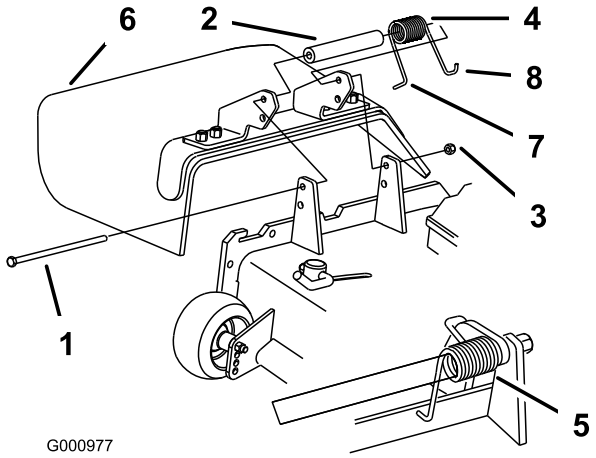

Figur 92
1. Ta bort låsmuttern, skruven, fjädern och distansbrickan som håller fast gräsriktaren på tappfästena (Figur 92). Demontera den skadade eller slitna gräsriktaren.
Obs: Se till att fjäderns **L**-formade ände sitter bakom däckkanten innan du monterar skruven i enlighet med Figur 92.
3. Montera skruven och muttern. Placera fjäderns **J**-formade ände runt gräsriktaren (Figur 92).